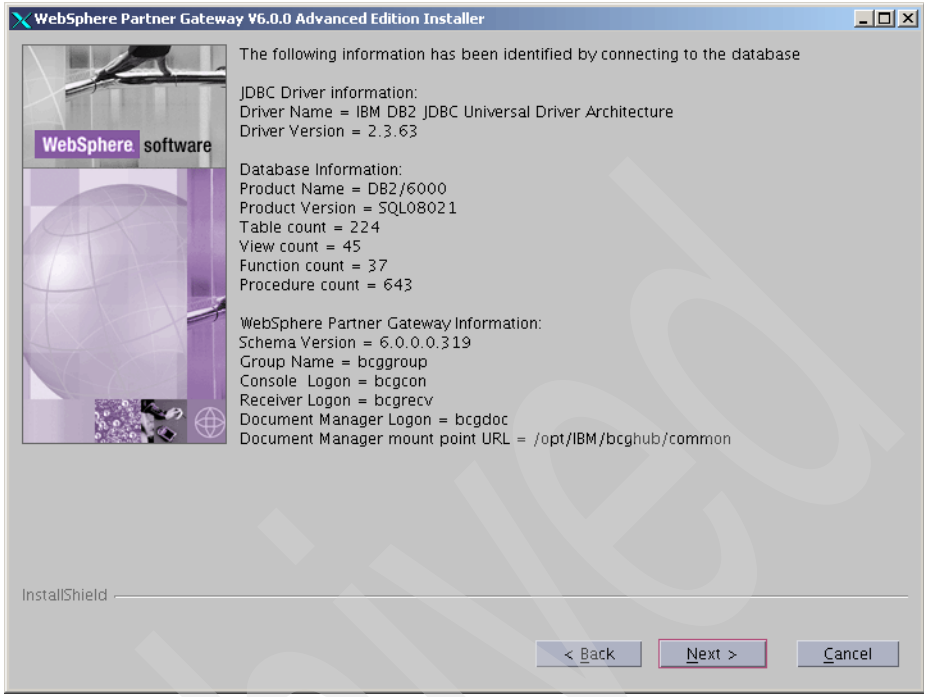

Figure 6-12 Retrieving information from the database
10. The installation program now connects to the database server and retrieves information that the Database Loader program created. Figure 6-12 on page 128 shows the result of these queries.